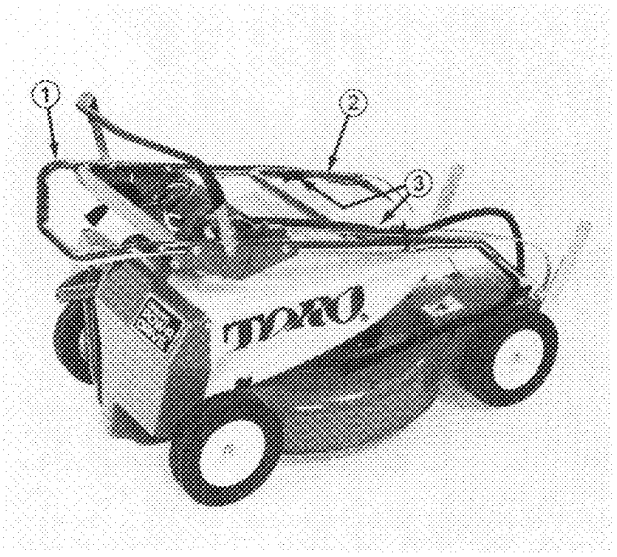

Figure 1
1. Raise upper handle until aligned with lower handle. Tighten handle knobs (Fig. 1).